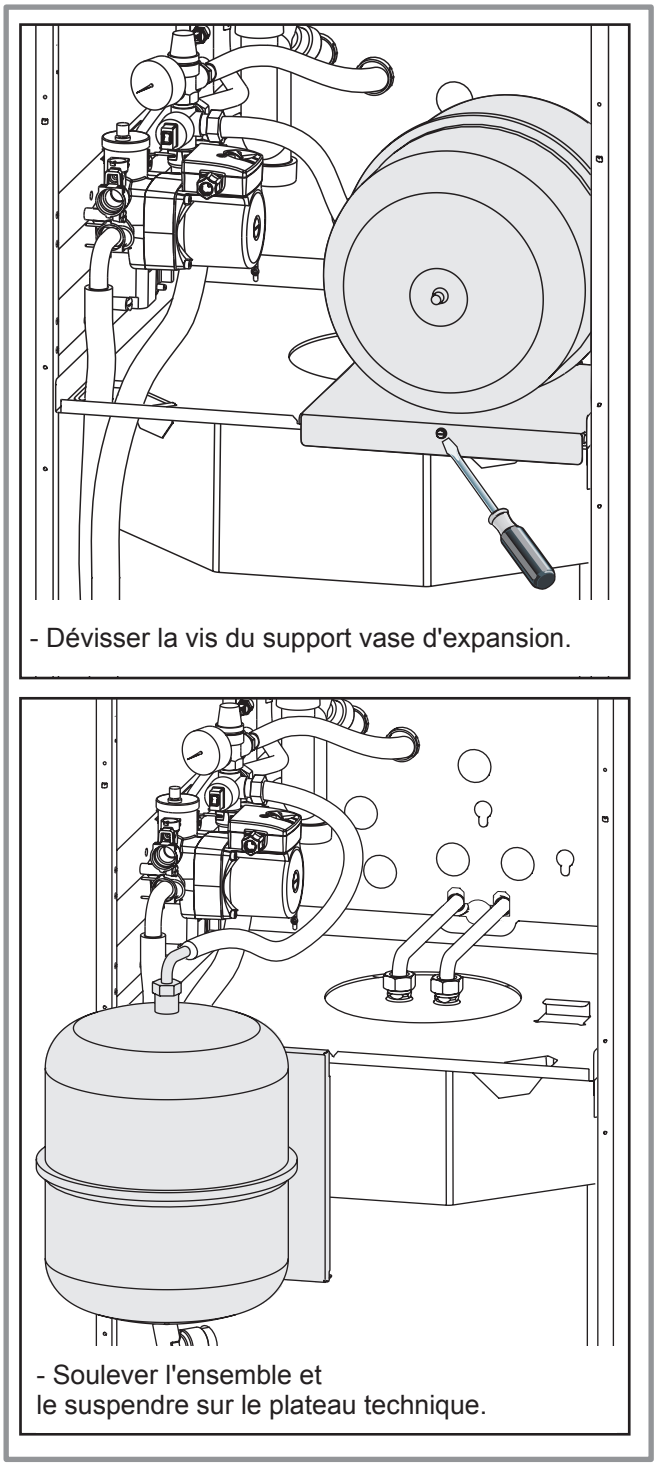

Figure 41 - Accès au plateau technique
- Déplacer le vase d'expansion (Figure 41).